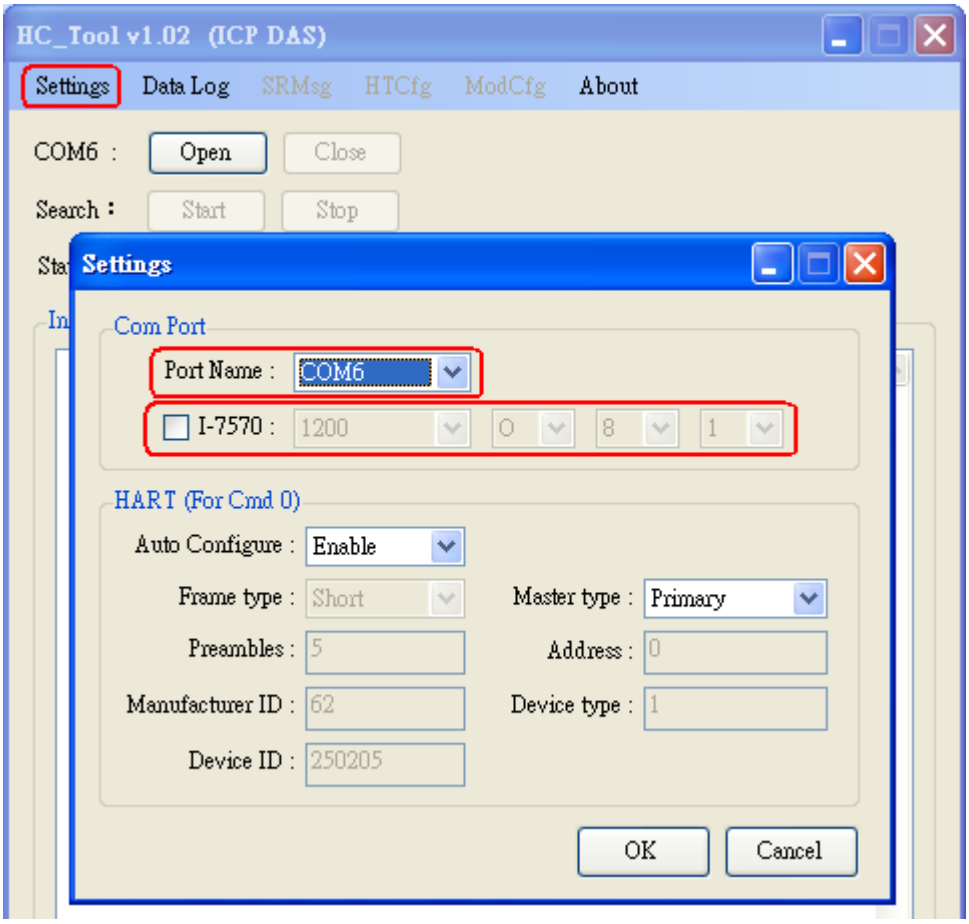

Figure 4-2**:** Set Serial Port No.
Please click "**Settings**" menu to open setting window of serial port and HART parameters like Figure 4-2.
(1) Please select serial port no. of PC like Figure 4-2.